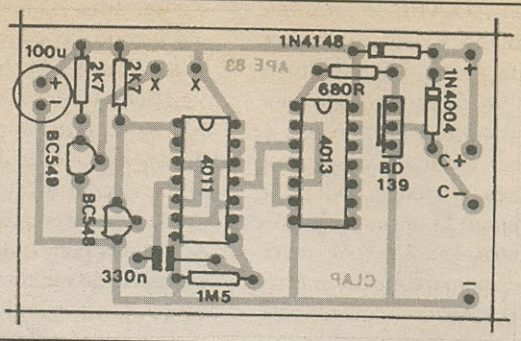

Fig. 3
- FIG. 3 - *CHAPEADO* DA MONTAGEM - O lado dos componentes, já com a quase totalidade das peças devidamente posicionada no impresso, seus códigos, valores, indicativos de polaridade, etc., todos claramente iconografados... Muitos dos componentes são polarizados, exigindo orientação única e certa sobre a placa, de modo que seus temrinais não resultem invertidos nas ligações ao circuito... É o caso dos integrados, ambos referenciados pelas extremidades marcadas por um pequeno chanfro, reentrância, ou ainda por um ponto pintado ou em relevo... O transístor BD139 deve ficar com sua face metalizada voltada para o integrado 4013... Os dois "BC" ficam com seus lados *chatos* virados para a borda mais próxima da plaquinha... Atenção, ainda, à orientação dos diodos, ambos referenciados pelos anéis ou faixas indicativos das suas extremidades de **catodo**... Finalmente, obedecer à indicação de polaridade dos terminais do capacitor eletrolítico... Quanto aos componentes não polarizados (resistores e capacitor comuns...), é importante *ler* corretamente seus valores, antes de inserí-los, de modo que nenhuma peça seja colocada em lugar *trocado*... Para tanto, o iniciante pode